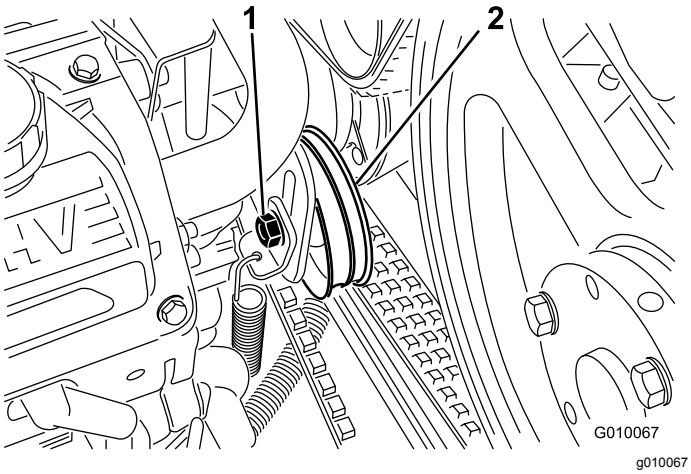

Figuur 58
4. Draai de bout van de spanpoelie van de riem een stukje los zodat deze kan bewegen binnen de afstelsleuf (Figuur 58).